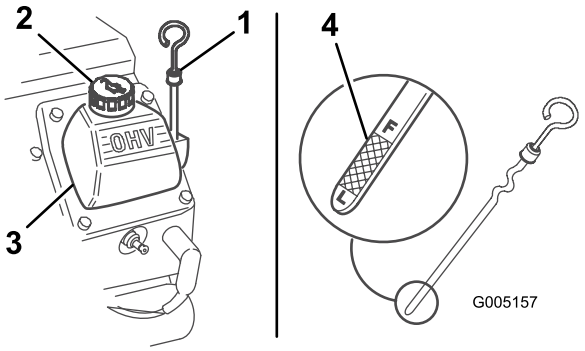

Figure 8
3. Nettoyez la surface autour de la jauge d'huile (Figure 8).
4. Sortez la jauge d'huile et essuyez soigneusement l'extrémité métallique (Figure 8).
5. Enfoncez la jauge complètement dans le tube (Figure 8).
7. Si le niveau est bas, nettoyez la surface autour du bouchon de remplissage et enlevez le bouchon (Figure 8).
8. Versez lentement une quantité d'huile suffisante dans le couvre-culasse pour amener le niveau au repère du plein (F).